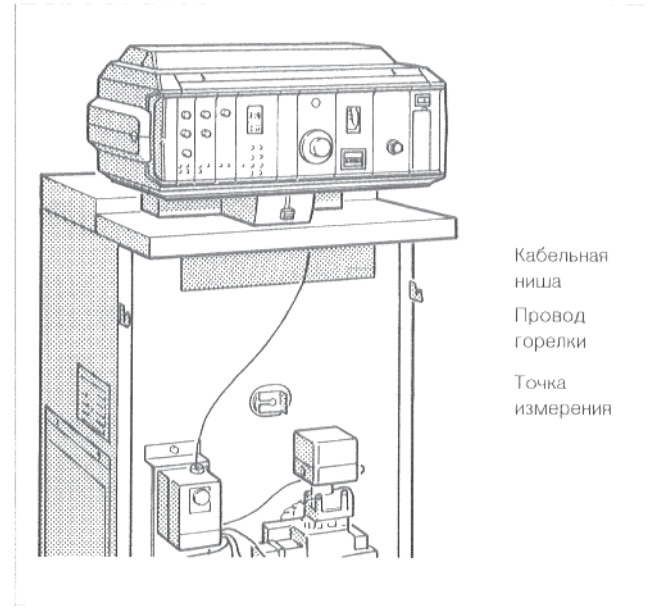

Рис. 9. Передняя сторона
- Проложить капиллярные трубки датчиков температуры и, при "Ecomatic"-регулировании, трубопровод датчика температуры котельной воды, через отверстие в переднем колпаке котла, из кабельной ниши (рис. 9), на переднюю сторону котла.
- Раскрутить капиллярные трубки и, при "Ecomatic"-регулировании, трубопровод датчика, пока они не достигнут точки измерения (рис. 9).
- Проложить линию горелки (рис. 9), через кабельную нишу и отверстие в переднем колпаке котла, к регулятору. Установить штекерное соединение соответственно схеме соединений.